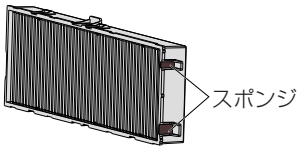

図 2
- プロジェクター本体への取り付けの際に、エアフィルターユニットの短辺側の端面にあるスポンジ (図 2) が外れないようにご注意ください。